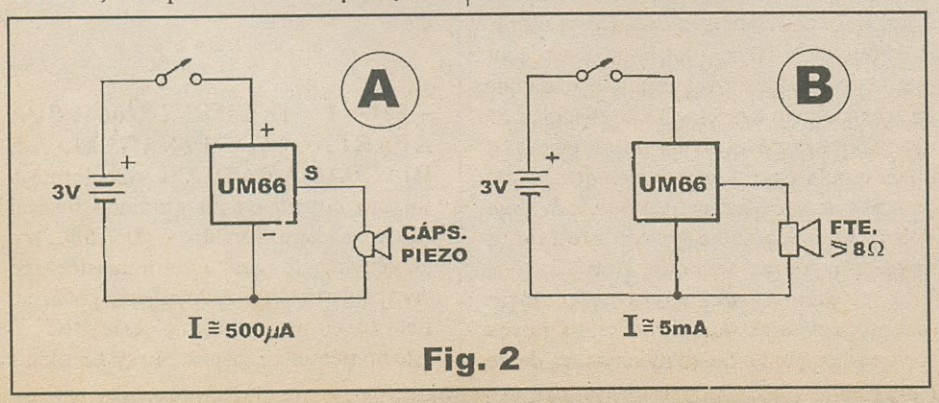
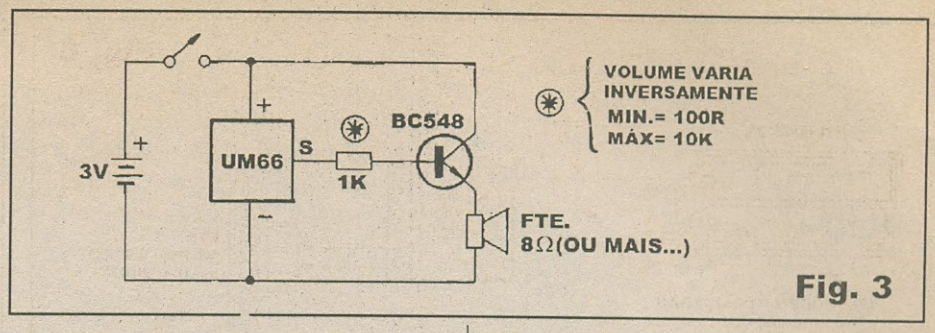

Fig. 2
Fig. 3
- FIG. 2 - *CIRCUITAGEM* TÍPICA PARA *EXTRAÇÃO* DA MELODIA... - Nas mais simples das implementações necessárias para "puxar" a musiquinha contida no *chip*, além do próprio integradinho (que parece um transístor...) será necessária apenas a alimentação (1,5 a 3,0 VCC) e um transdutor... São duas as possibilidades mais diretas, ambas esquematizadas no diagrama, nos itens **A** e **B**... No primeiro caso temos a utilização de um transdutor piezo (cápsula de cristal, qualquer...), obviamente de alta impedância... Nesse caso, o consumo de corrente é o mínimo possível, situando-se em torno de 500uA. Na segunda possibilidade, usamos um transdutor eletro-magnético (nada mais do que um falantinho, comum, com impedância igual ou maior do que 8 ohms...) convencional, caso em que o consumo de corrente sobe para uns 5 mA médios... Notar que os parâmetros de consumo foram baseados numa tensão de alimentação de 3 volts... Existem alguns pontos a considerar, ao realizar experiências em configurações tão simples e básicas:
- FIG. 3 - DIAGRAMA ESQUEMÁTICO DE UM CIRCUITINHO PRÁTICO - O esqueminha mostra o pequeno circuito prático, objeto da presente montagem introdutória para o UM66... Com o acréscimo de apenas mais dois componentes - um resistor de 1K e um transístor universal NPN, tipo BC548 - poderemos obter num falantinho, um volume sonoro e uma qualidade de áudio sensivelmente superiores às conseguidas em qualquer dos arranjos mostrados na **FIG. 2**...! É importante notar que o volume final do som varia inversamente com o valor realmente atribuído ao ressistor... Recomendamos que o dito resistor seja dimensionado nos 1K indicados, porém se o caro leitor/hobbysta quiser fazer experiências, deve ater-se à faixa que vai de 100R até 10K